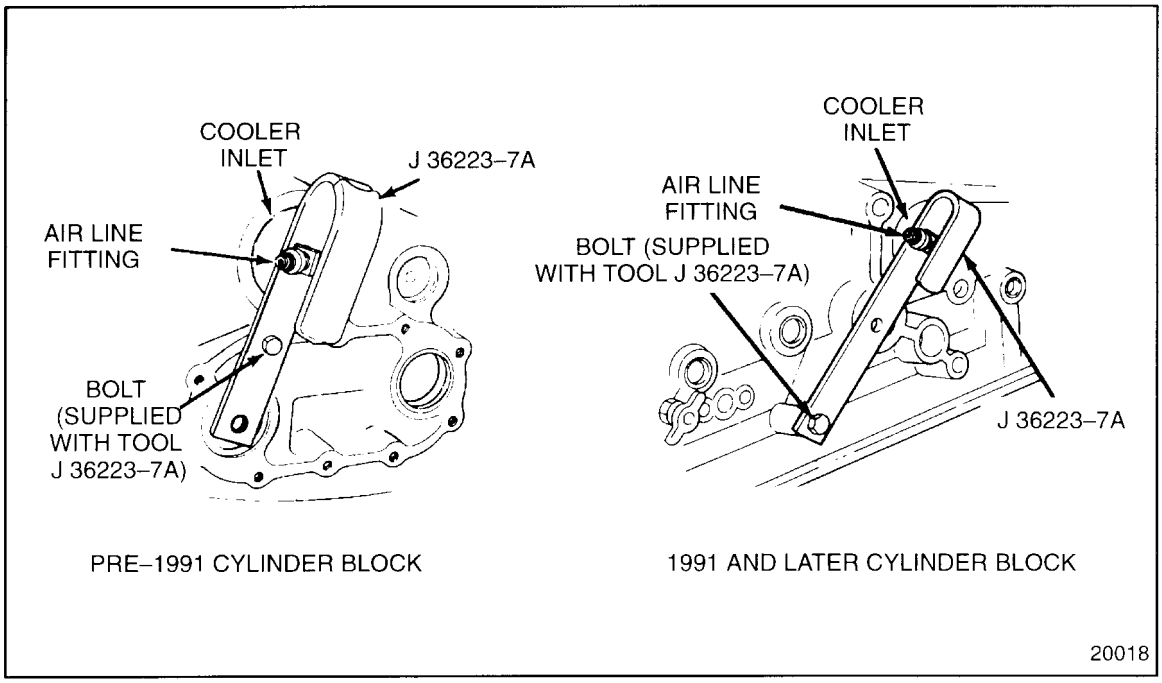

Figure 1-11 Water Inlet Cover Plate Installation
5. Install the water inlet cover plate, J 36223-7A, part of J 36223–D. See Figure 1-11. Use the bolt supplied with the tool to secure it to the cylinder block.
6. Install the water inlet cover plate, J 36223-7A part of J 36223–D. See Figure 1-11. Use the bolt supplied with the tool to secure it to the cylinder block.